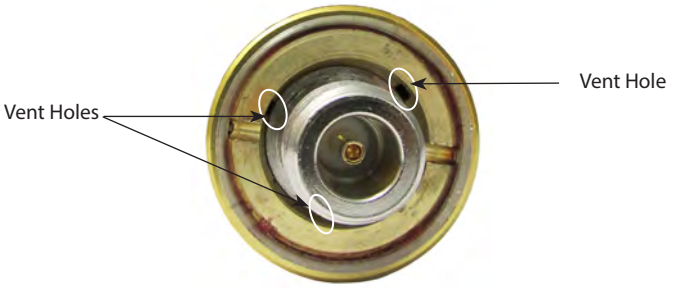

Figure 45: Vent holes at bottom of TX/RX antenna
- On the TX/RX antennas, small vent holes are located at the bottom end of the antenna, next to the Type N female connector as shown in *Figure 45*.